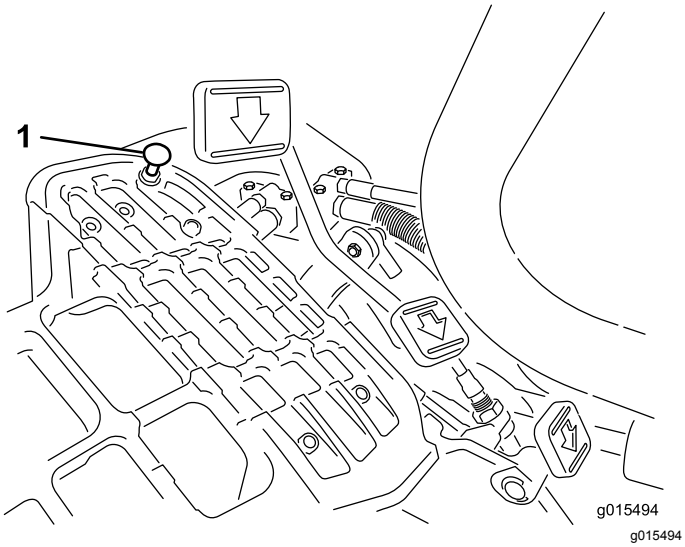

Figur 36
For å oppnå maksimal transporthastighet må du sette styrespaken i TRANSPORT-stilling og trykke inn trekkpedalen. Utfør følgende justeringsprosedyre hvis pedalen kommer i kontakt med stopperen (Figur 36) før du kjenner spenning i kabelen:
1. Sett styrespaken i TRANSPORT-stillingen og løsne på låsemutteren som fester pedalstopperen til gulvplaten (Figur 36).